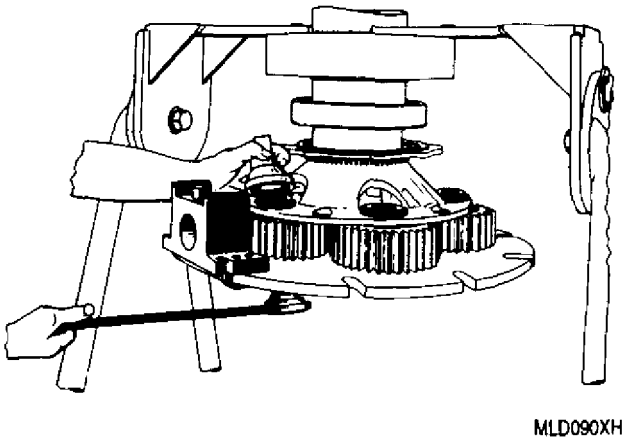
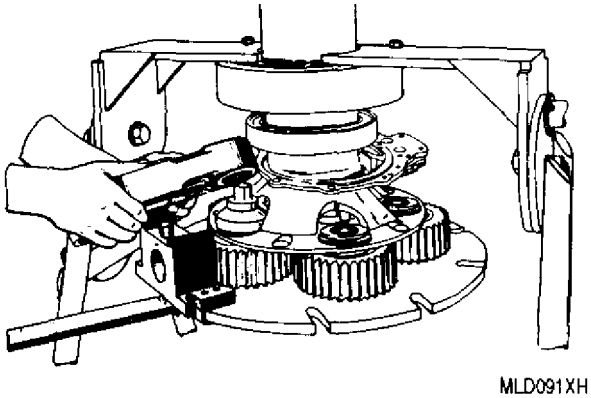

Figure 19. Installing 6796634 Holder and 6799822 Splined Nut Wrench
Figure 20. Installing SWE−102 Powerwrench or PLARADXVR−35 on Pivot Adapter and Splined Nut Wrench
(2) Install 6796634 holder and 6799822 splined nut wrench on planet gears (figure 19). Position SWE102 Powerwrench on adapter and wrench (figure 20).